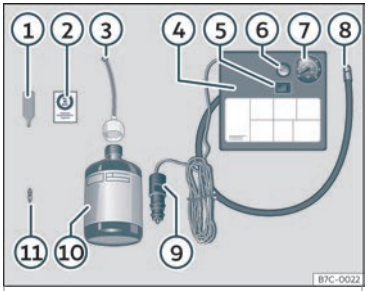

Abb. 34 Prinzipdarstellung: Bestandteile des Pannensets.
Das Pannenset befindet sich im Gepäckraum unter dem Bodenbelag. Es besteht aus folgenden Bestandteilen>>> **Abb. 34** :
- Ventilkappe und Ventileinsatz vom Reifenventil abschrauben. Verwenden Sie den Ventileinsatzdreher>>> **Abb. 34** 1 zum Herausschrauben des Ventileinsatzes. Legen Sie den Ventileinsatz auf einem sauberen Untergrund ab.
- Reifendichtmittelflasche kräftig schütteln >>> **Abb. 34** 10.
- Schrauben Sie den Einfüllschlauch >>> **Abb. 34** 3 auf die Dichtmittelflasche. Die Folie am Verschluss wird automatisch durchstoßen.
- Verschlussstopfen vom Einfüllschlauch ››› **Abb. 34** ③ entfernen und das offene Ende ganz auf das Reifenventil stecken.
- Ventileinsatz mit dem Ventileinsatzdreher ››› **Abb. 34** ① wieder in das Reifenventil schrauben.
- Reifenfüllschlauch››› **Abb. 34** ⑧ des Luftkompressors fest auf das Reifenventil schrauben.
- Prüfen, ob die Luftablassschraube ››› **Abb. 34** ⑥ zugedreht ist.
- Stecker››› **Abb. 34** ⑨ in die 12 Volt-Steckdose des Fahrzeugs stecken››› **Seite 153** .
- Luftkompressor mit dem EIN- und AUS-Schalter››› **Abb. 34** ⑤ einschalten.
- Kleben Sie den Aufkleber››› **Abb. 34** ② im Sichtfeld des Fahrers auf das Kombi-Instrument.
Den Reifenfüllschlauch››› **Abb. 34** ⑤ wieder anschließen und den Reifenfülldruck an der Reifenfülldruckanzeige ⑥ ablesen.